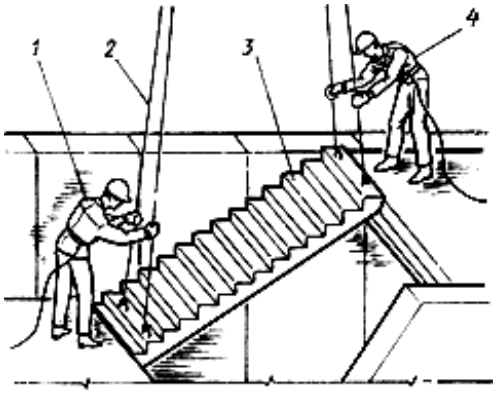

Рис.8. Схема установки лестничного марша
Установка лестничного марша (рис.8 ... 10), исполнители рабочий, выполняющий монтажные работы, старший в звене и рабочий, выполняющий монтажные работы
1. Рабочий, выполняющий монтажные работы, старший в звене, находясь на верхней лестничной площадке, дает сигнал машинисту крана подать лестничный марш *3* к месту установки (рис.8).